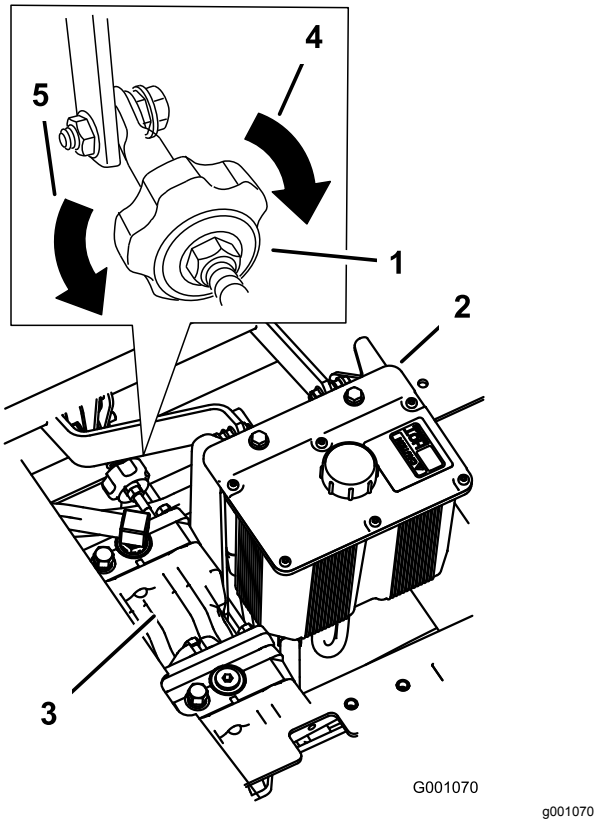

Figuur 102
2. U stelt de lengte van de pompstang af door de knop in de juiste richting te draaien, totdat de het wiel stil staat of iets achteruit kruipt (Figuur 102).